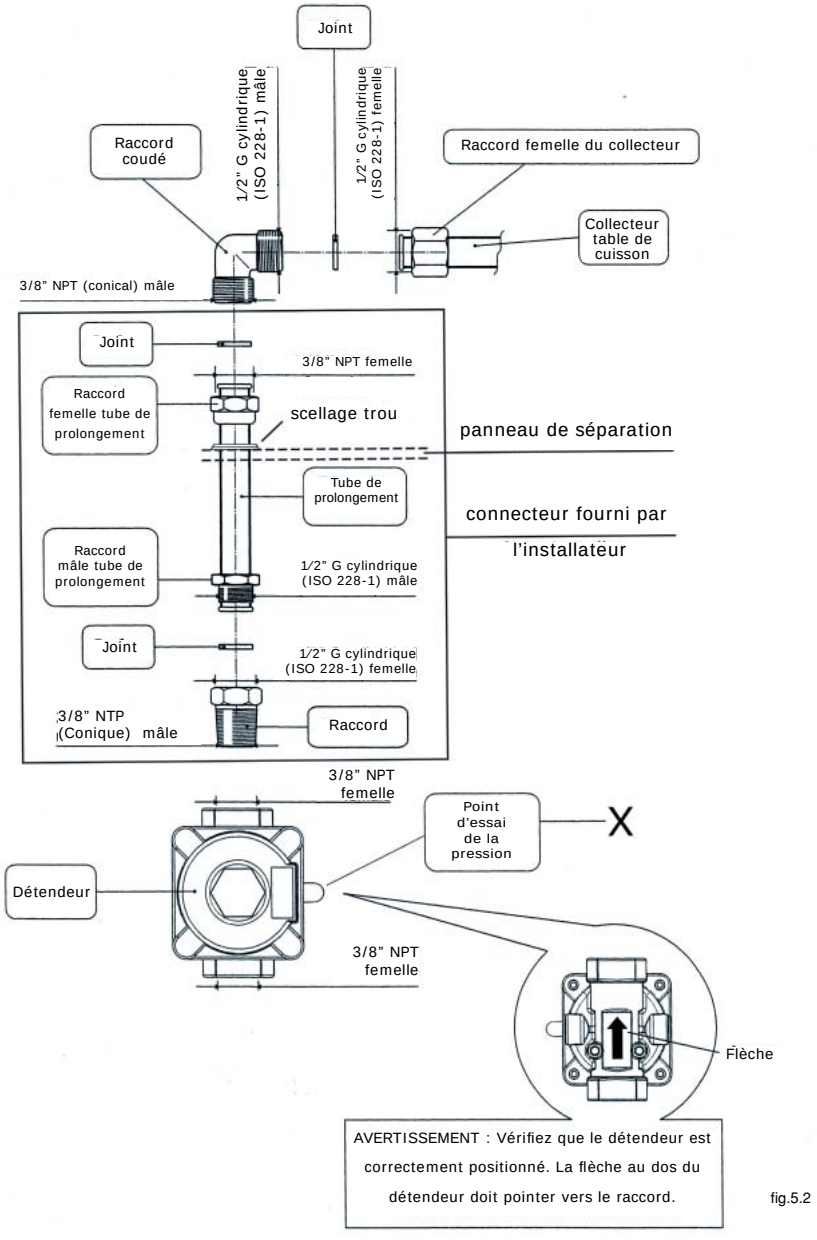

fig.5.2
2. Détendeur (figures 5.2)
d) La pression au collecteur doit être vérifiée à l'aide d'un manomètre ; pour le gaz NATUREL, elle doit être de 5.0" de colonne d'eau, et pour le GLP/PROPANE, de 10.0" de colonne d'eau (voir figure 5.2-X)